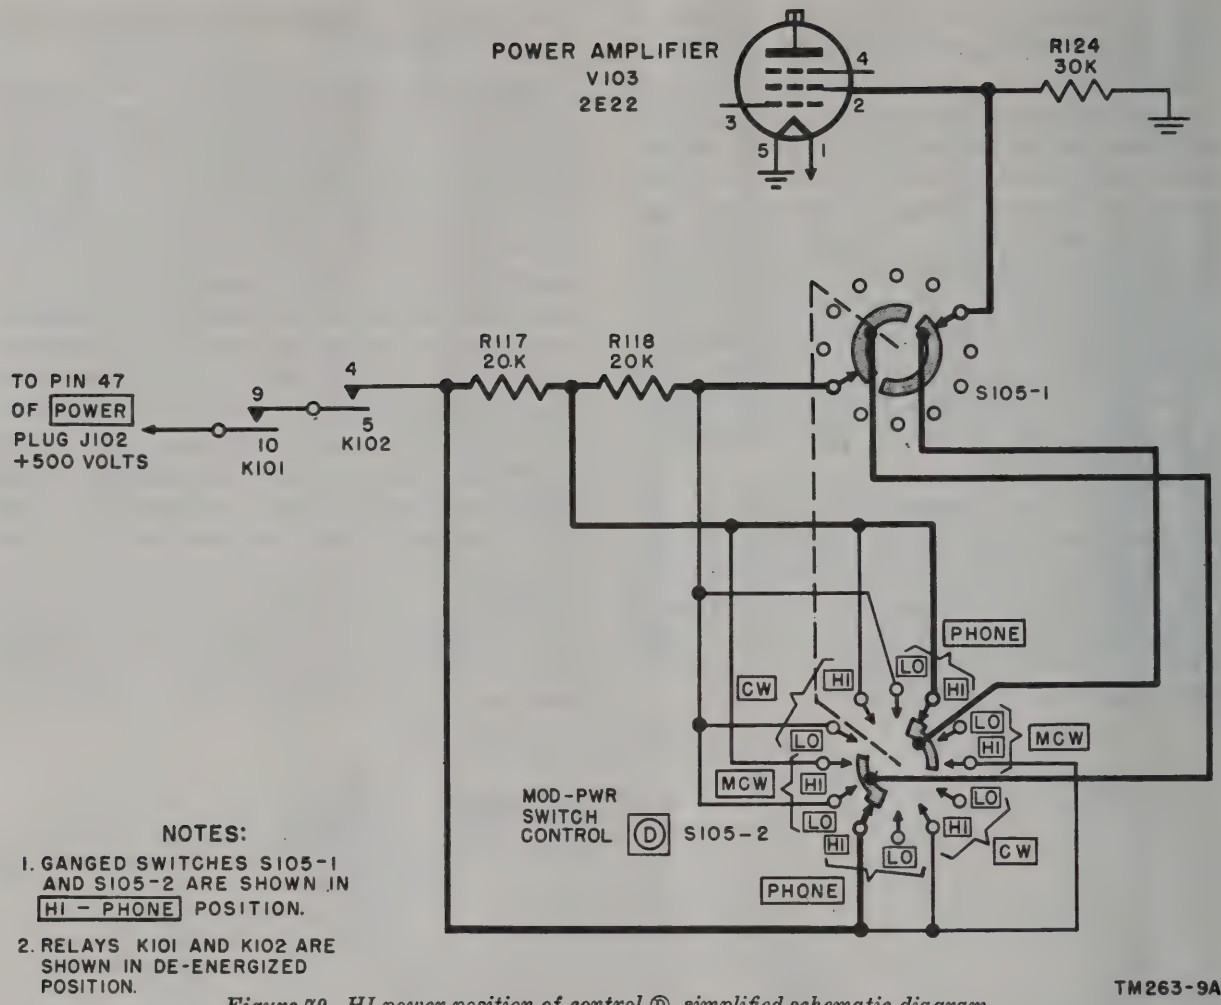

Figure 79. HI power position of control Ⓓ, simplified schematic diagram.
b. HI Power Position (fig. 79). If the weighted line in the figure is followed from the screen grid, it will be seen that the screen current passes through the parallel combination of R117 and R118. There is less voltage drop across the parallel combination; thus, more voltage is placed on the screen grid.